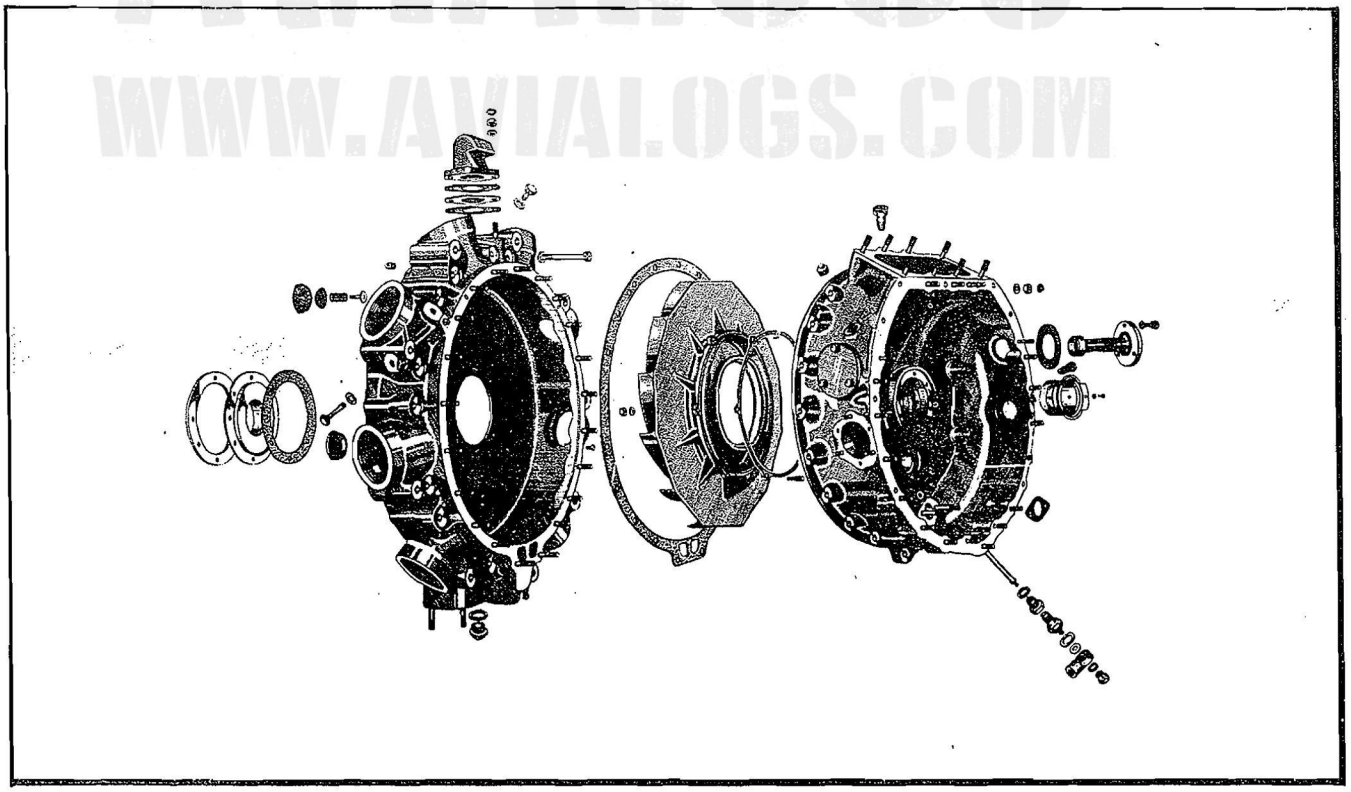

Figure 13—Supercharger Front and Rear Housings and Diffuser Plate
d. The supercharger front housing is finish machined from a magnesium alloy casting having nine mounting lugs for supporting the engine and nine tapped bosses for intake pipe connections. The diaphragm of the supercharger front housing forms the forward wall of the diffuser section and distribution chamber. Refer to Figure 13. The impeller shaft front oil sleeve support is mounted on the diaphragm and held in place by a steel retainer ring which is secured to the diaphragm by eight short screws. This diaphragm is cored around the rim to form a breather passage. Of the six cored holes in the supercharger front housing breather passage, all but one are plugged. This one is equipped with a breather relief valve